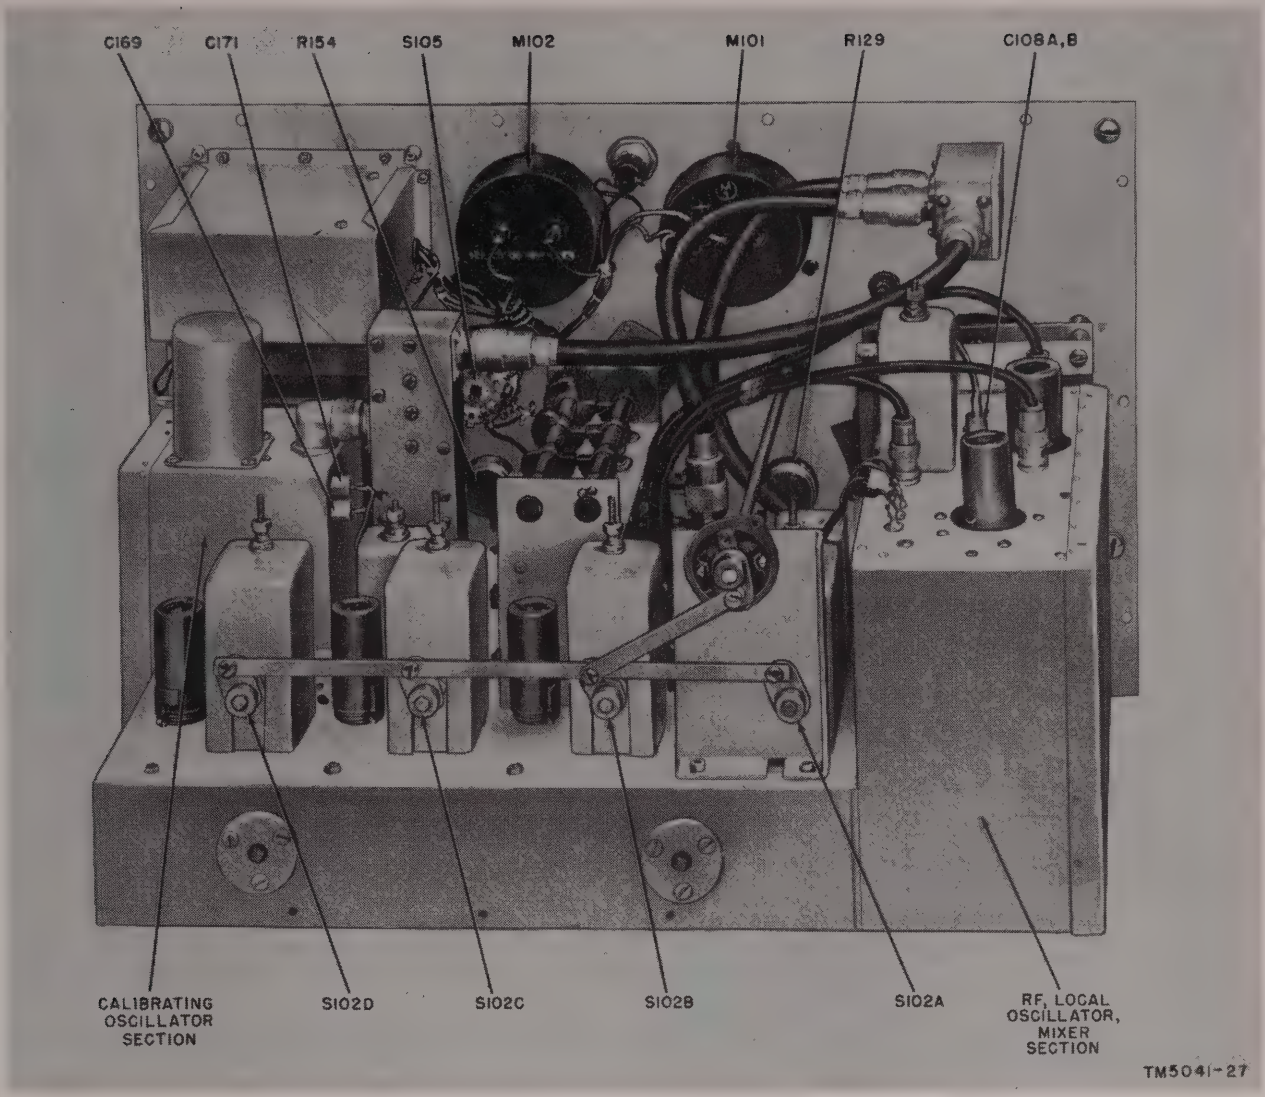

Figure 27. Receiver, location of parts, rear view.
d. The side plate for the RF, local oscillator, and mixer section shield (fig. 27) is removed by removing four screws. The side plate for the calibrating-oscillator section shield (fig. 27) is removed by removing two screws.
a. Remove the screw and hexagonal nut that fasten the short linkage of the IF transformer to the horizontal ganging linkage of S102A through S102D (fig. 27).